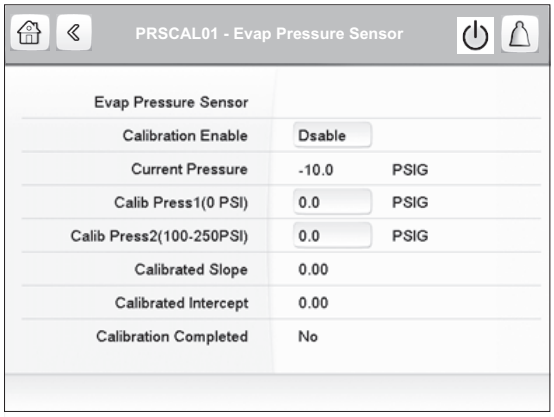

Fig. 36 — Evap Pressure Sensor Screen
2. Each transducer is supplied with 5 vdc from the IOB. Calibration is done by selecting the appropriate Pressure Sensor option on the Pressure Sensor Calib screen. The screen for the selected option is displayed. Figure 36 shows the Evap Pressure Sensor screen (PRSCAL01 as an example.